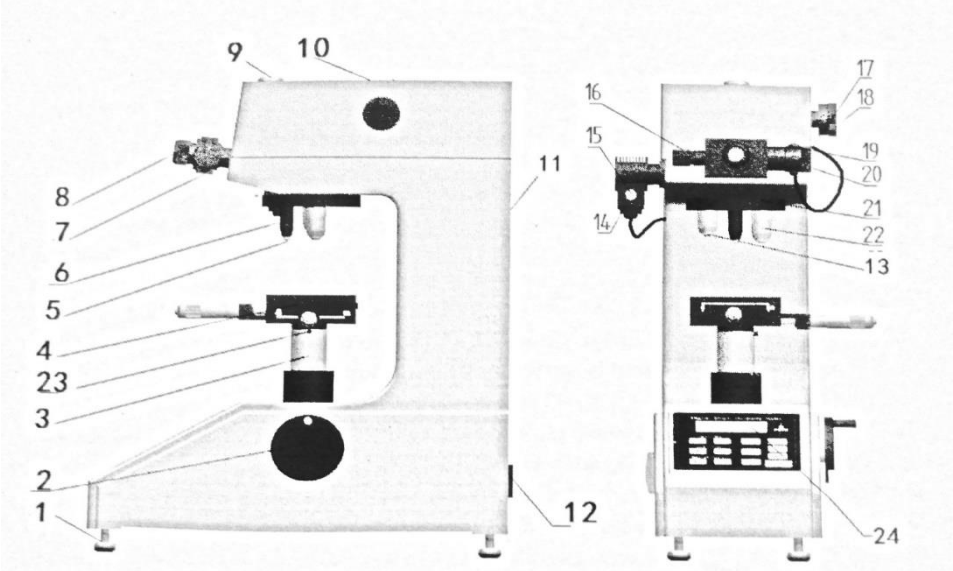

Fig 1
3.2.3 Retire os Parafusos Reguladores (1) do kit de acessórios, e aparafuse-os na parte inferior do corpo principal do instrumento, depois ajuste o corpo principal na posição de nível (Fig. 1).
3.2.10 Instalação da Ocular (7):
- Retire a Ocular (7) do kit de acessórios.
- Insira a Ocular (7) no orifício mostrado (Fig.1).
- Coloque a Ocular (7) até o final.
- O plugue do fio da ocular deve ser inserido no soquete redondo (17) à direita do corpo principal.
3.2.11 Instalação da Mesa de Teste Cruzado (4)
- Retire a Mesa de Teste Cruzado (4) do kit de acessórios.
- Insira o eixo da Mesa de Teste Cruzado no orifício do Parafuso de avanço para cima e para baixo (3).
- Aperte bem o Parafuso de Fixação (23).